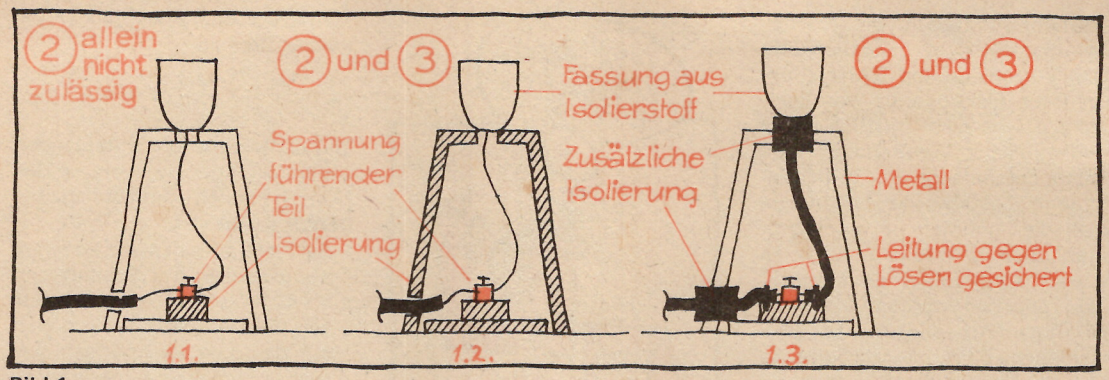

Bild 1
Kiefernholz, Hartfaser- und Spanplatten, Buchenholz, Leinen und Metall – das sind die Grundmaterialien, aus denen eine funktionelle wandelbare Wandverkleidung ***(Bild 1)****, klappbare Tische, Stühle* ***(Bild 2)*** *und Hocker entstanden. Aus diesen Einrichtungselementen lassen sich variable Raumausgestaltungen verwirklichen.*
Der Aufbau der Werkbank wird in **Bild 1** verdeutlicht. Die Herstellung der beiden Gestellrahmen ist unkompliziert. In die unter das Querstück (2) des Hinterrahmens zu schweißenden gelochten Laschen (3) werden später die Zapfen des Bodenplatten-Rahmens eingelegt **(Bild 2)**, wodurch das gespreizte Untergestell fixiert wird.